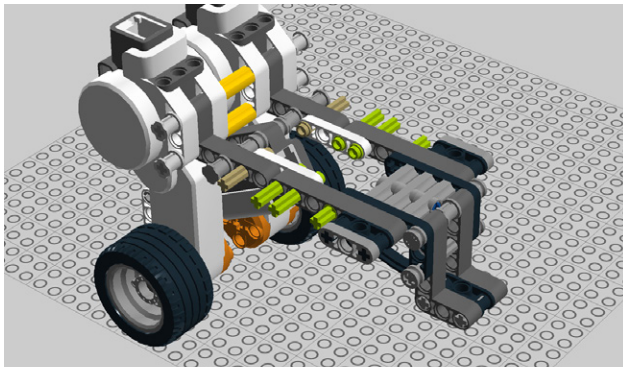

Figure 1-51. *Step 47: Adding more axles*
47. Add four more 3M cross axles with knobs, as well as two cross connectors (Figure 1-51).